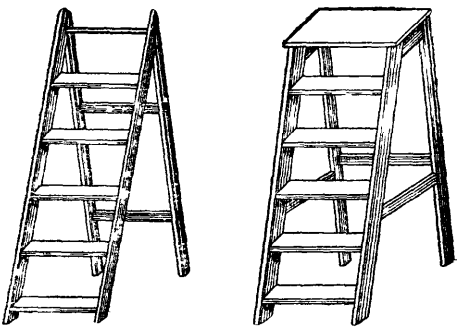

Рис. 141. Лестница и стремянка.
1) раздвижные лестницы (рис. 141);